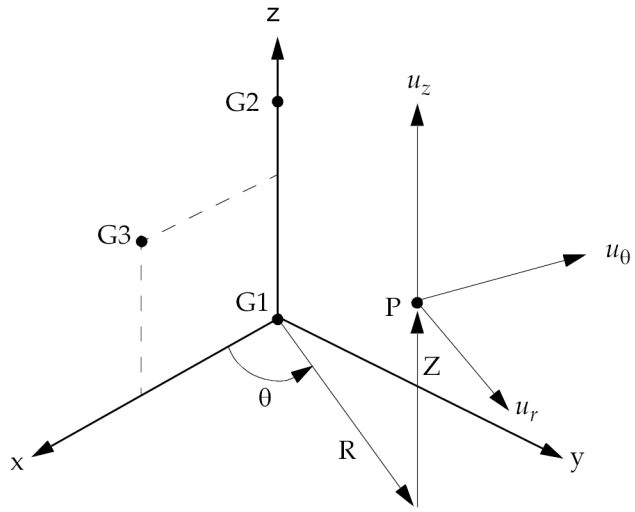

Figure 12-2. CORD1C Definition
4. The location of a grid point (P in Figure 12-2) in this coordinate system is given by (R, θ, Z) where θ is measured in degrees.